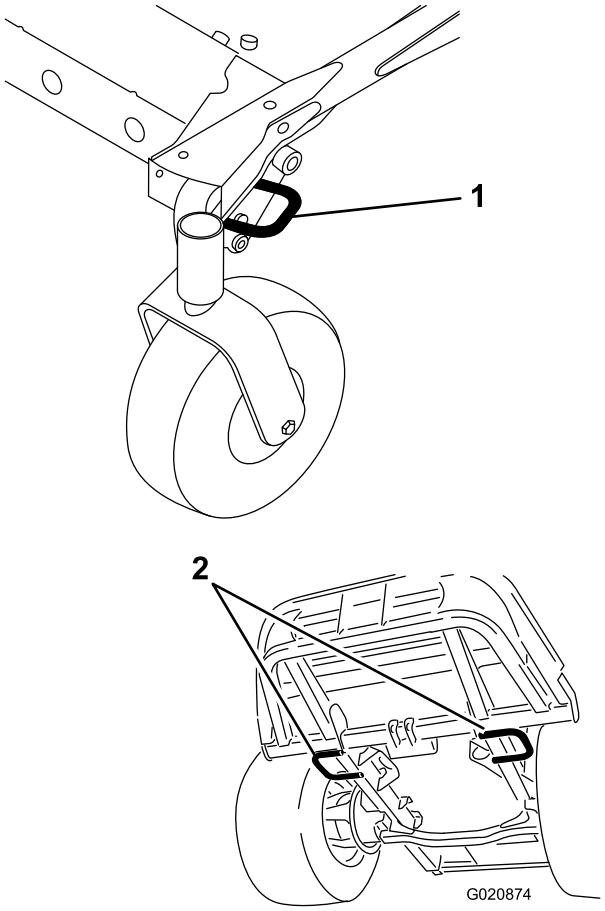

Figuur 30
3. Zet de machine goed vast op de aanhanger of de vrachtwagen met behulp van riemen, kettingen, kabels of touwen volgens de plaatselijke verkeersvoorschriften (Figuur 30).